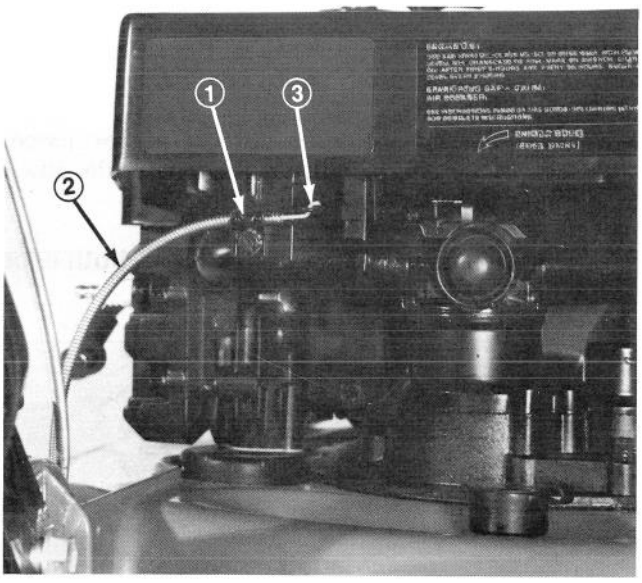

Figure 32
2. Loosen cable clamp screw until throttle cable is free to slide (Fig. 32).
3. Move carburetor control arm to the left until it contacts grounding bracket (Fig. 32). Pull throttle cable slightly to remove any slack and tighten the cable clamp screw to lock the adjustment in place.